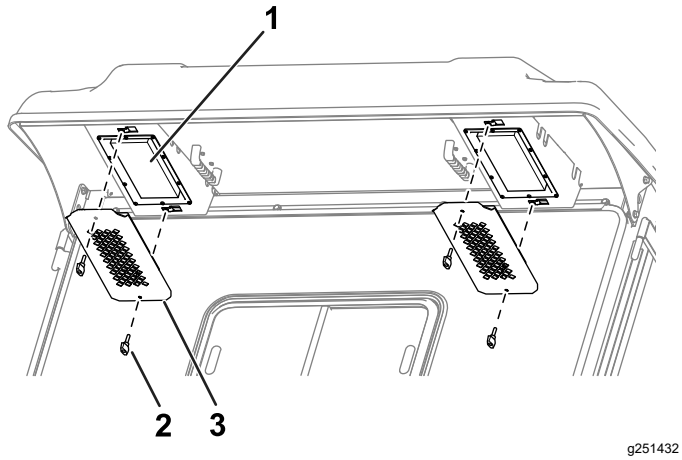

Figura 87
1. Rimuovete i pomelli e le griglie dalla sporgenza posteriore della cabina (Figura 87).
4. Utilizzate i pomelli e le griglie per montare i filtri nella cabina (Figura 87).